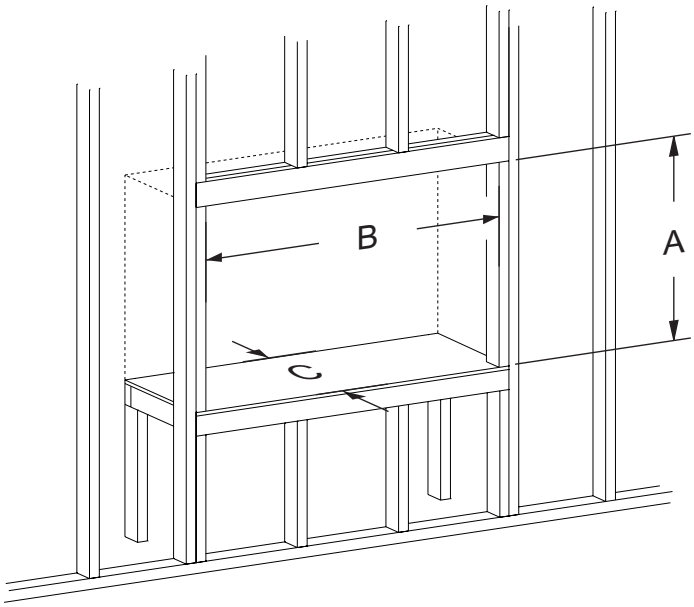

Figure 35 - Rough Opening for Elevated Installation
- Use **Figure 35** for an elevated installation. Provide support to the bottom of the fireplace.